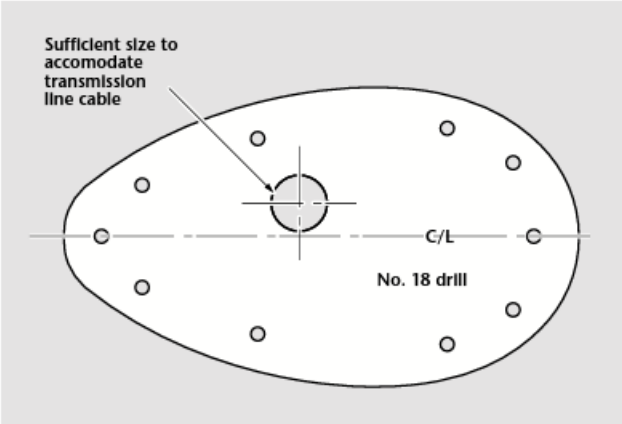

Figure 6-4-5. Pattern layout for antenna installation.
1. Place a template similar to that shown in Figure 6-4-5 on the fore and aft center line at the desired location. Drill the mounting holes and correct diameter hole for the transmission line cable in the fuselage skin.